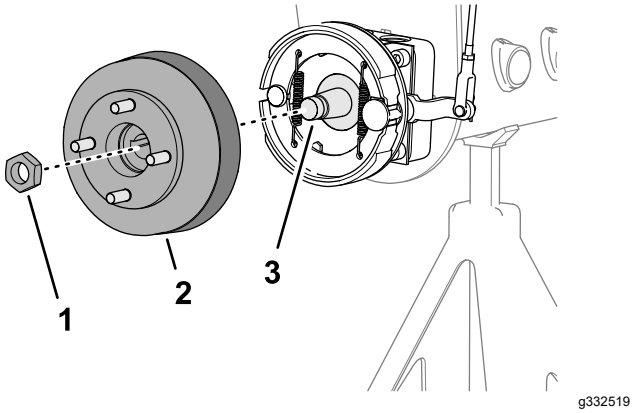
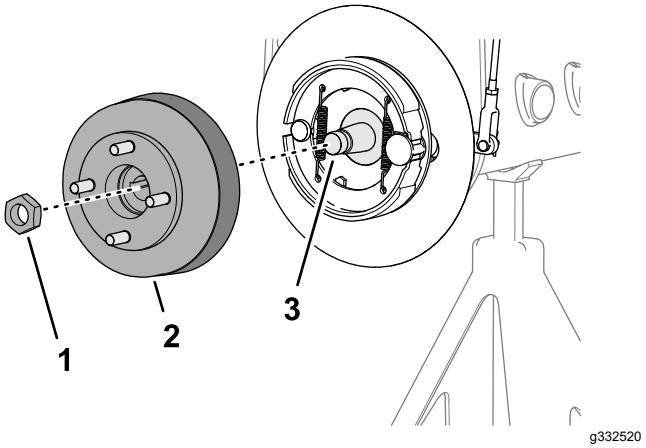

**Figur 61**
**Figur 62**
1. Ta bort låsmuttern som fäster navet på hjulmotoraxeln (Figur 61 eller Figur 62).
4. Använd den angivna hjulnavsavdragaren för att ta bort hjulnavet och bromstrumman från hjulmotoraxeln (Figur 61 eller Figur 62).